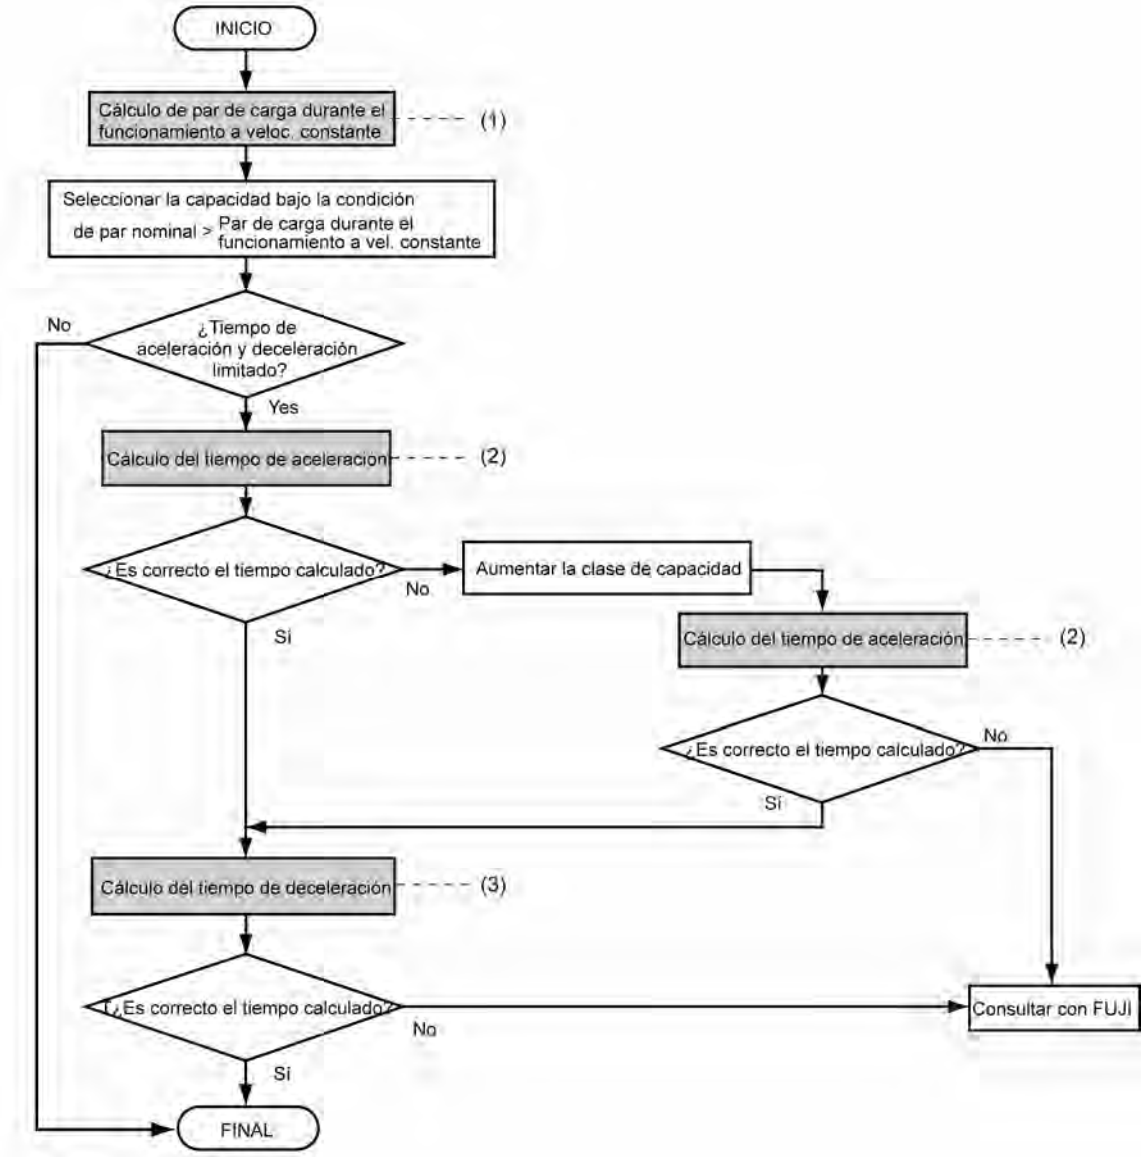

Figura 7.3 Procedimiento de selección
La Figura 7.3 muestra el procedimiento de selección general para los variadores óptimos. Se describen en las páginas siguientes los elementos numerados (1) a (3).